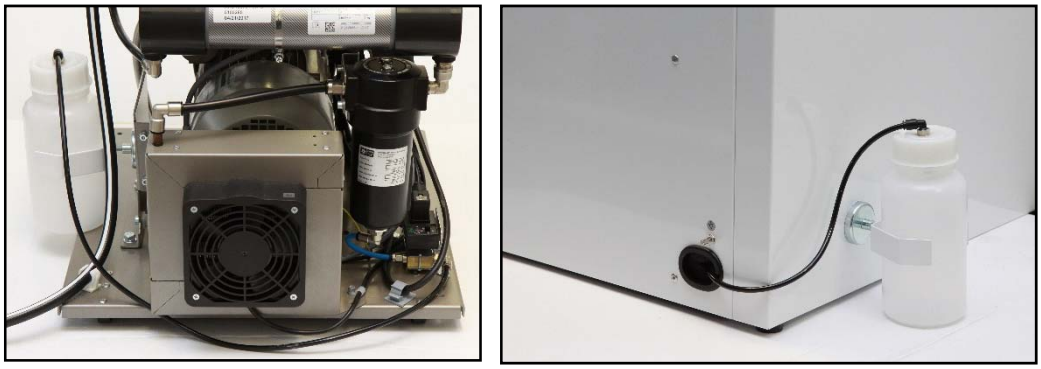

Fig. 9
12.3. **Sortie de condensat** (Fig. 9)